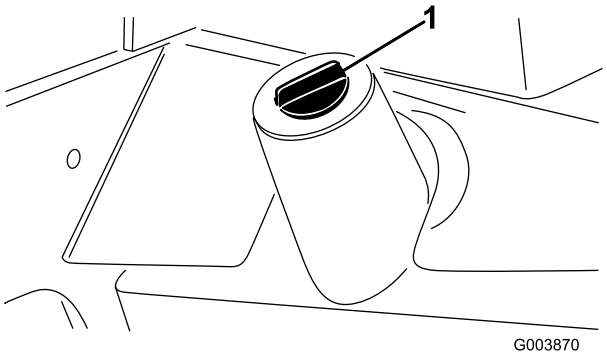

Figur 71
2. Anbring en stor bakke under drænproppen under hydraulikvæskebeholderen (Figur 71).
Fjern aftapningsproppen fra bunden af hydraulikvæskebeholderen (Figur 71), og lad hydraulikolien løbe ud i drænbakken.